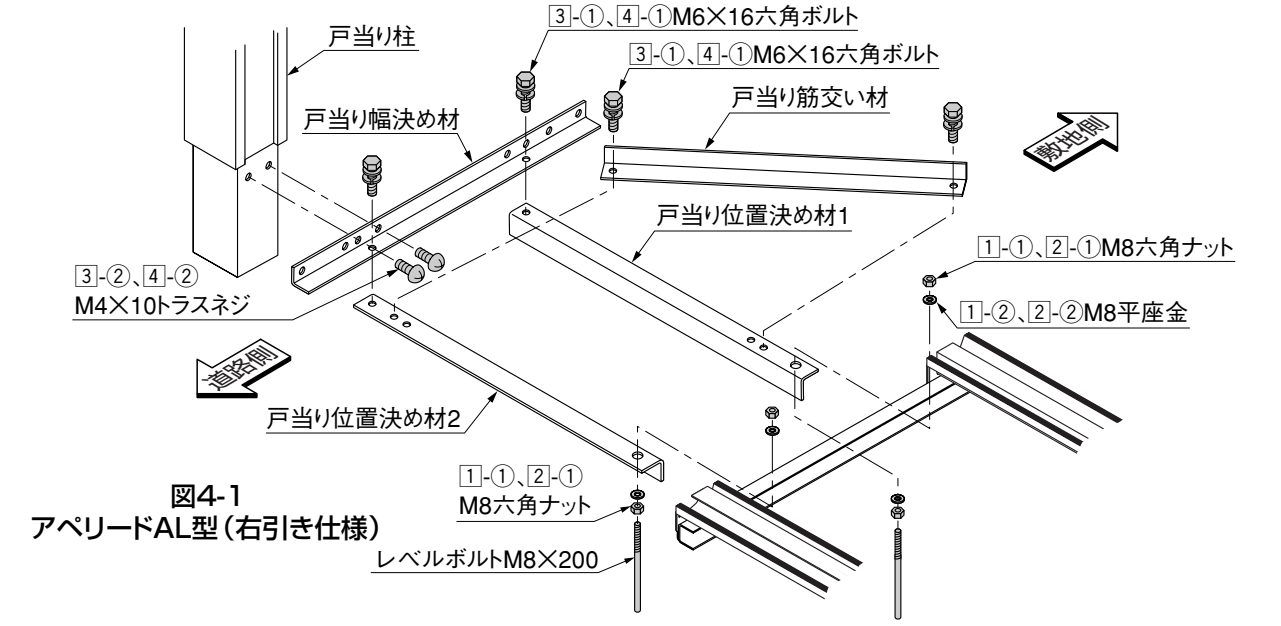
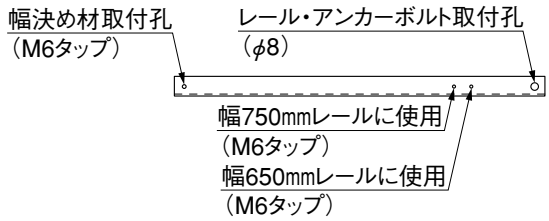
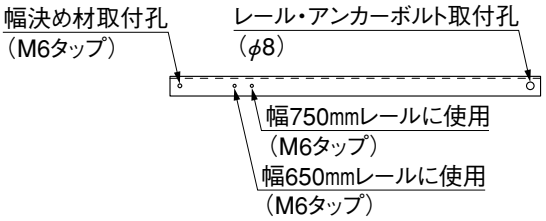

図4-1
図4-2　位置決め材1
図4-3　位置決め材2
❶片引き仕様のレール戸当り端部にレベルボルト、1-①（2-①）、1-②（2-②）で戸当り位置決め材1、戸当り位置決め材2を取付けてください。（図4-1参照）
❷戸当り筋交い材を図4-2、図4-3を参照して戸当り位置決め材に3-①（4-①）で取付けてください。（図4-1参照）
❸図4-4を参照して、戸当り幅決め材を戸当り位置決め材に3-①（4-①）で取付けてください。（図4-1参照）
❹戸当り柱を図4-4を参照して、戸当り幅決め材に3-②（4-②）で取付けてください。（図4-1参照）